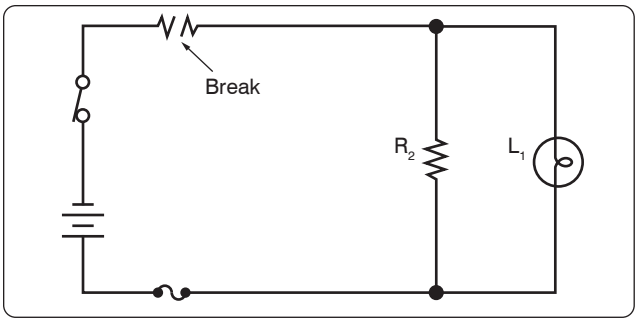

Figure 12-187. *An open in the series portion of a series-parallel circuit.*
Troubleshooting a series-parallel resistive circuit involves locating malfunctions similar to those found in a series or a parallel circuit. *Figures 12-187* through *12-189* illustrate three points of failure in a series-parallel circuit and their generalized effects.
1. In the circuit shown in *Figure 12-187*, an open has occurred in the series portion of the circuit. When the open occurs anywhere in the series portion of a series-parallel circuit, current flow in the entire circuit stops. In this case, the circuit does not function, and the lamp, L_1, is not lit.